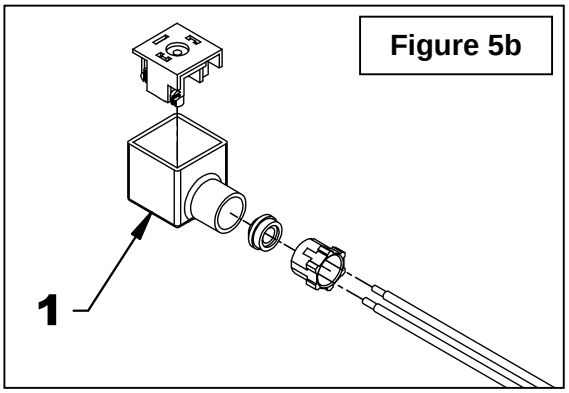
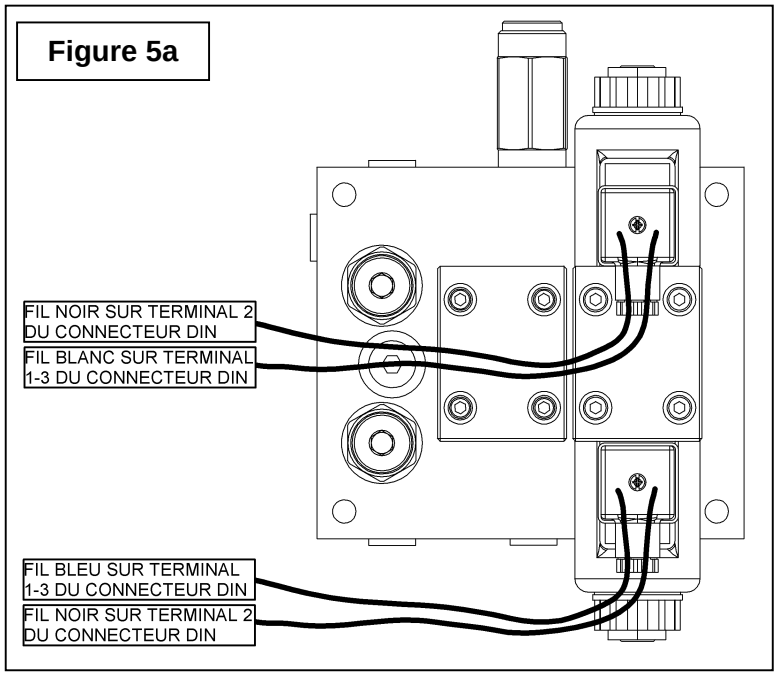

Figure 5b
Figure 5a
8. **Figures 5a-5b:** Démonter les connecteurs DIN (Fig. 5b, item 1) et brancher les fils du harnais 160" tel qu'illustré à la Figure 5a. Lors de la connexion des fils, s'assurer de repositionner le bornier dans le bon sens dans le boîtier afin que les sorties soient vers le bas une fois sur la valve.